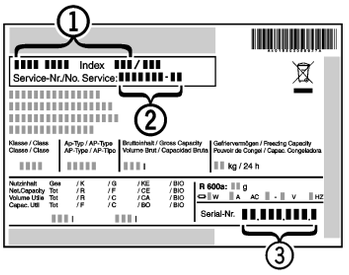

Fig. 37
▶ Read the appliance designation *Fig. 37 (1)*, service No. *Fig. 37 (2)* and serial No. *Fig. 37 (3)* off the type plate located inside the appliance on the left-hand side.
▶ Notify the customer service, specifying the fault, appliance designation *Fig. 37 (1)*, service No. *Fig. 37 (2)* and serial No. *Fig. 37 (3)*.